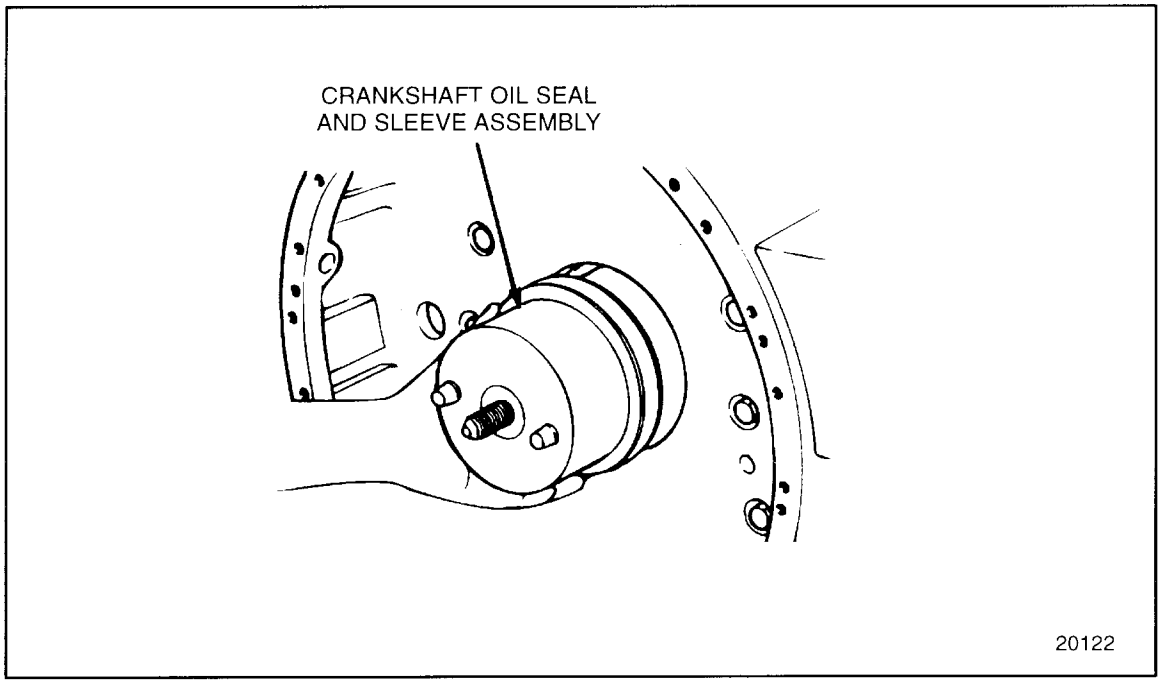

Figure 1-146 Rear Oil Seal and Sleeve Installation
3. Install the rear housing and adapter ring with seal and sleeve assembly in place on the guide studs. See Figure 1-146.